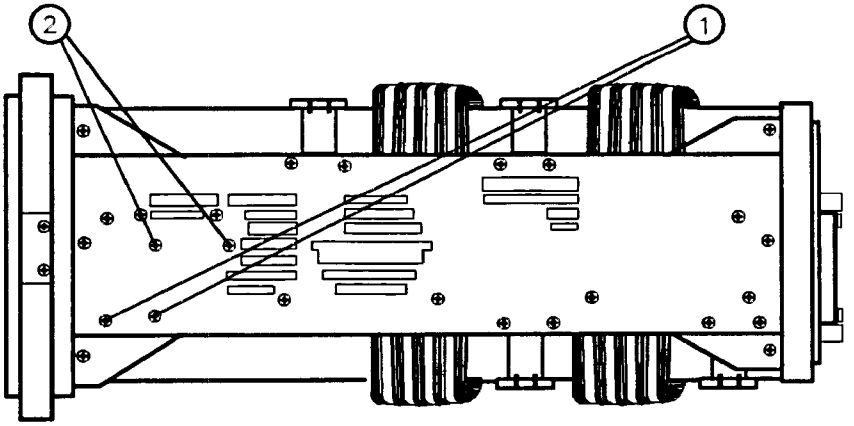

Figure 3-18. A9 Mounting Screws at Right Frame
4. Remove two screws (1) securing the A9 Input Attenuator to the right-side frame. See Figure 3-18. *Screws (2) are identified for another replacement procedure.*
4. Attach the attenuator to the right-side frame, using two flathead screws (1). See Figure 3-18.
3. Remove two screws (2) securing the A12 RF switch bracket to the right-side frame. See Figure 3-18.
3. Mount the A12 Assembly to the analyzer's right-side frame, using two flathead screws (2). See Figure 3-18. Use caution to avoid damaging any cables.